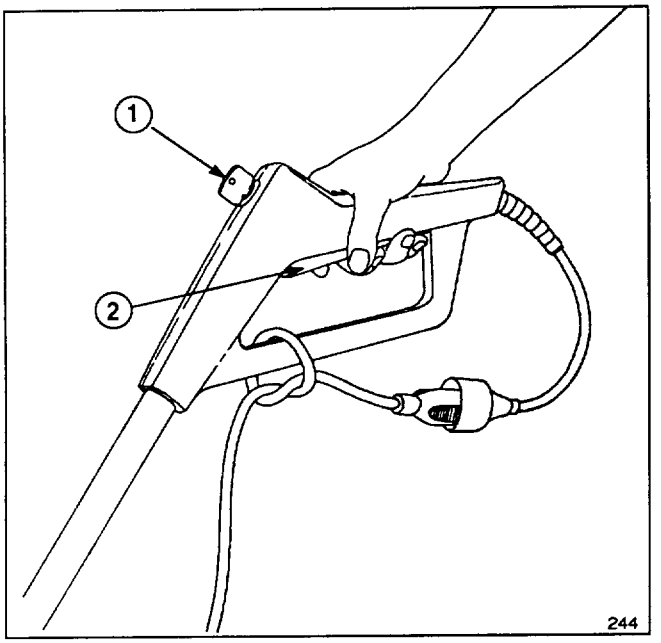

Figure 6
6. Do not use the Power Shovel on gravel or crushed rock surfaces unless used in accordance with Operating Instructions; refer to page 5, item 4.
8. To prevent disconnection of the Power Shovel cord from the extension cord during operation, tie the extension cord to the lower handle before connecting to the Power Shovel cord; refer to page 6, Figure 6 for proper procedures.
1. Tie extension cord to the lower handle of control grip (Fig. 6) before connecting to the Power Shovel cord. This helps prevent the separation of the cords during operation.
2. Plug the extension cord into a wall outlet and insert key into hole located on the front side of the control grip (Fig. 6).
To start the Power Shovel, install the key and squeeze the switch bar. To stop, release the switch bar (Fig. 6).